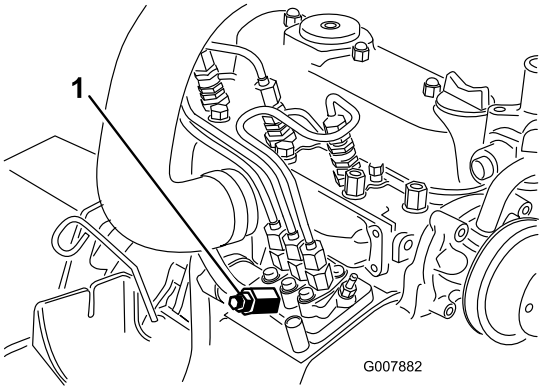

Rysunek 40
3. Umieść szmatę pod wkrętem odpowietrzającym w pompie wtryskowej paliwa i otwórz ją (Rysunek 40).